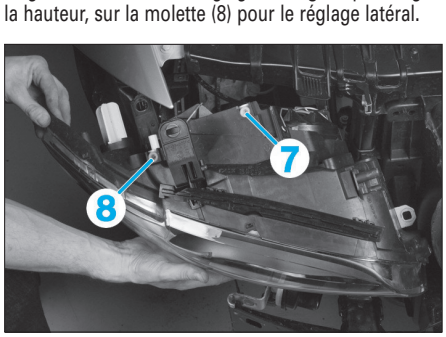

Fig. 82
• Agir sur la molette de réglage (7) **(Fig.82)** pour régler la hauteur, sur la molette (8) pour le réglage latéral.